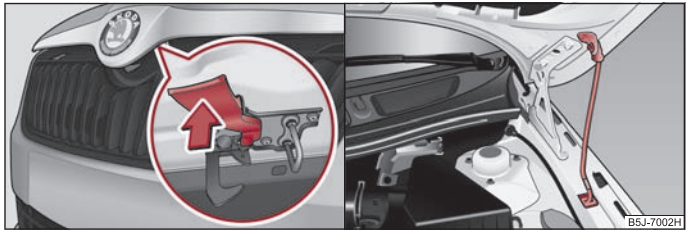

Fig. 13 Rejilla del radiador: Palanca de seguridad / seguro del capó con la varilla de apoyo
– Tirar de la palanca de seguridad ⇒ fig. 13 - lado izquierdo, se desbloquea el capó del vano motor.
– Saque la varilla de apoyo de su fijación y engánchela en la abertura prevista con tal fin ⇒ fig. 13 - lado derecho.